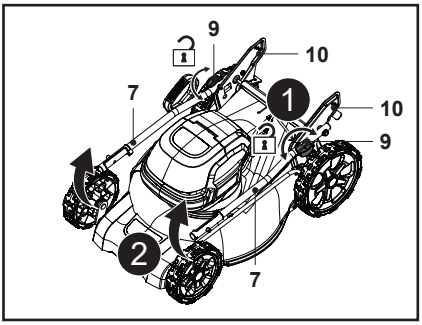

Fig. 1
2. Slăbește butonul de blocare a mânerului (9) cu 90° în sens orar sau antiorar și depliază bara mânerului inferior (7) (fig. 1).